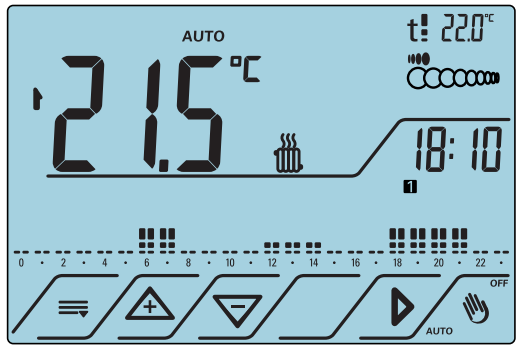

Fig. 21
3. Il cronotermostato funzionerà in base alla programmazione oraria e ai livelli di temperatura preimpostati (Fig.21). Se di desidera personalizzare tali impostazioni, fare riferimento ai paragrafi seguenti.